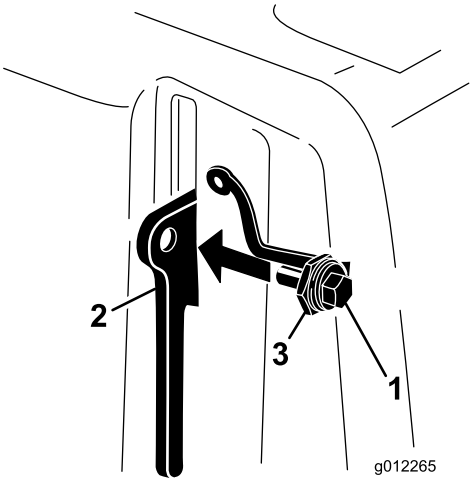

Figuur 10
3. Draai de bout in de handgreep van de vergrendeling op de riemkap (Figuur 10).